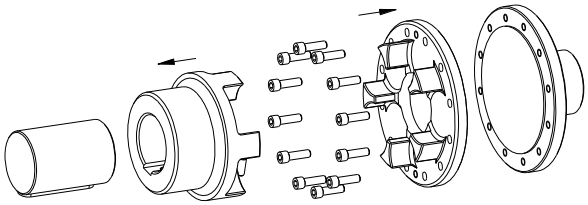
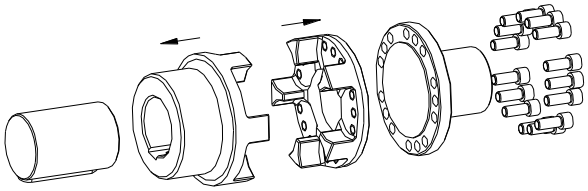

Рис. 19: Монтаж ступицы и поводкого фланца (исполнение CF)
Рис. 20: Монтаж ступицы и поводкого фланца (исполнение CFN)
- Установите ступицу на вал (см. рис. 19 исполнение CF и рис. 20 исполнение CFN).
- Установите поводковый фланец перед фланцем ведущей или ведомой стороны (см. рис. 19 исполнение CF и рис. 20 исполнение CFN).